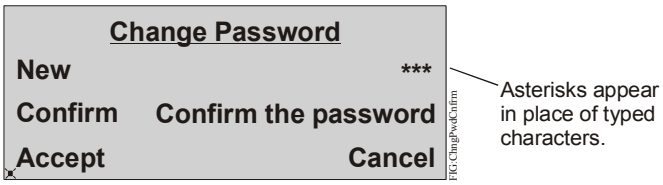

Figure 15: Change Password Page
6. When you have entered the entire password, select Accept and press Enter. The Change Password confirmation page appears (Figure 15).